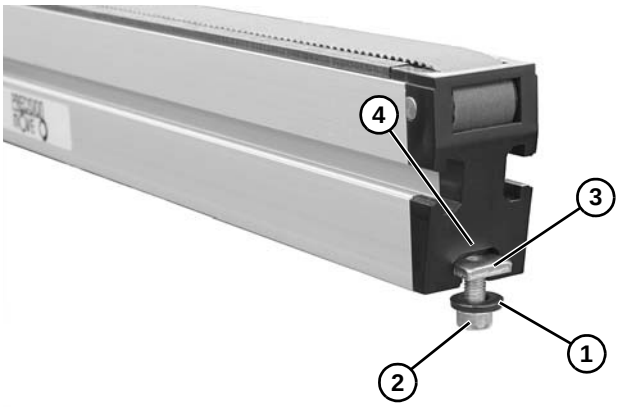

Figure 9
1. Assemble washer **(Figure 9, item 1)** onto socket head screw **(Figure 9, item 2)**. Thread bolt into slide-in nut **(Figure 9, item 3)**. Repeat for a second bolt, washer, and nut.
2. Insert bolt and nut assemblies through end cap **(Figure 9, item 4)** and into conveyor channel. Slide one down the channel, keeping the second close to the end of the conveyor.